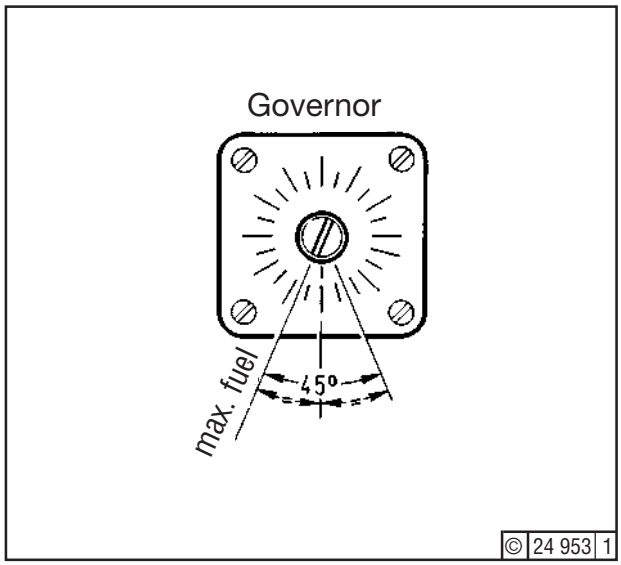

Fig. 14
10. With governing linkage removed, the actuator shaft will always be in "Stop"position. Turn shaft to maximum fuel (Fig. 14).